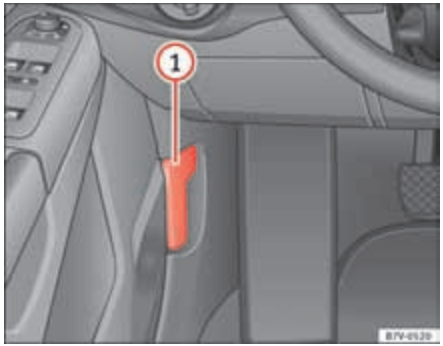

Fig. 173 In the footwell on the driver side: Lever for unlocking the bonnet.
- Pull the release lever ⇒ page 307, fig. 173 in the direction of the arrow. The bonnet is released from the lock carrier by a spring mechanism ⇒ ⚠.